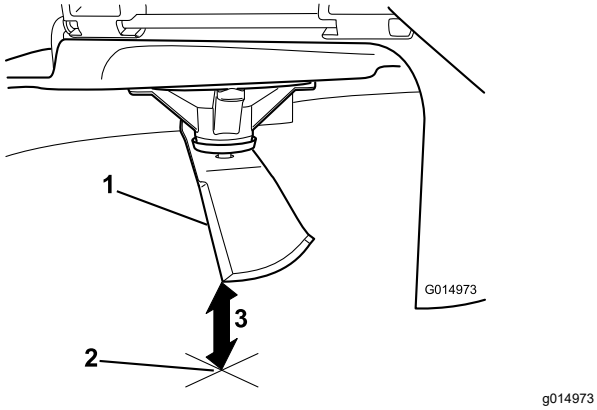

Figur 104
3. Mål fra spidsen af skærekniven til den plane overflade (Figur 104).